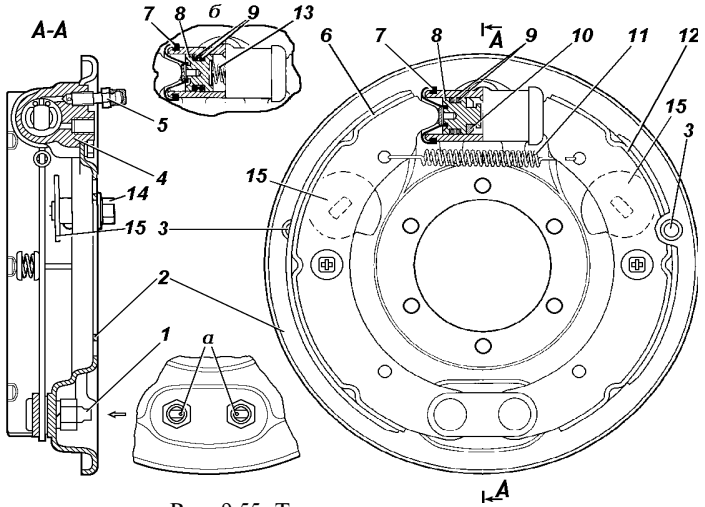
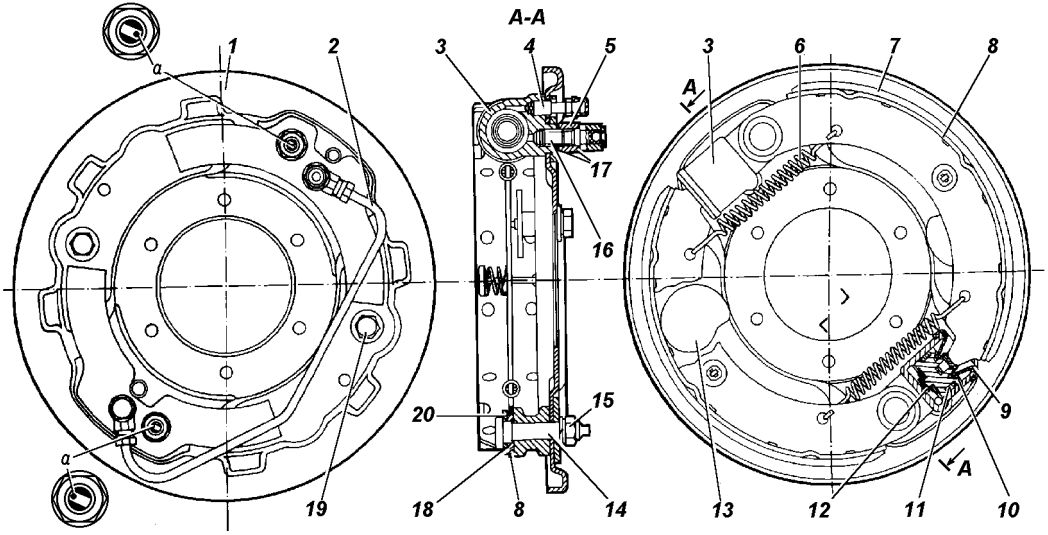

Рис. 9.55. Тормоз заднего колеса:
Рис. 9.56. Тормоз переднего колеса (для мостов, приведенных на рис. 9.45):
Барабанные тормозные механизмы задних колес (рис. 9.55) и барабанные тормозные механизмы передних колес (рис.9.56).
2. Вращайте колесо постепенно и поворачивайте болт 14 (см. рис. 9.55) или 19 (см. рис. 9.56) регулировочного эксцентрика до тех пор, пока колесо не затормозится.